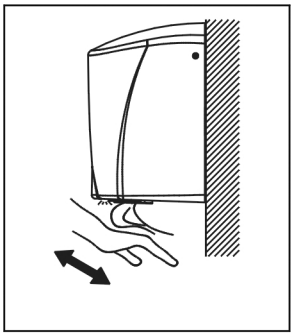

Figure 6
2. The hand dryer blows the hot air when hands are 10cm or closer to the air outlet. Follow the instructions in (Figure 6, 7, 8) to dry the hands. It stops working 1 second after removing hands. It will also stop working automatically after 1 minute consecutive use. To restart the hand dryer, put hands back underneath and re-operate the sensor.